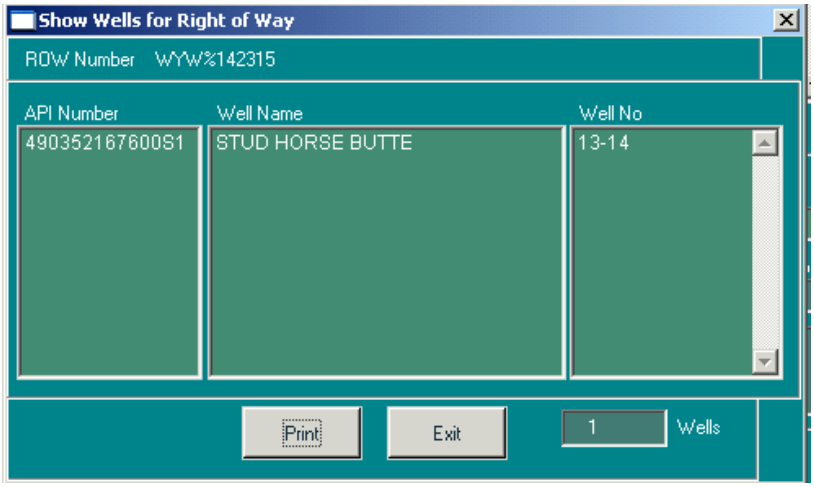

Figure 5-9: Show Wells for Right of Way Window
5. Click **Wells** to launch the *Show Wells for Right of Way* window showing wells tied to the ROW (Figure 5-9). Click **Print** to preview or make a hardcopy of the listing. Click **Exit** to return to *GLB.100*.